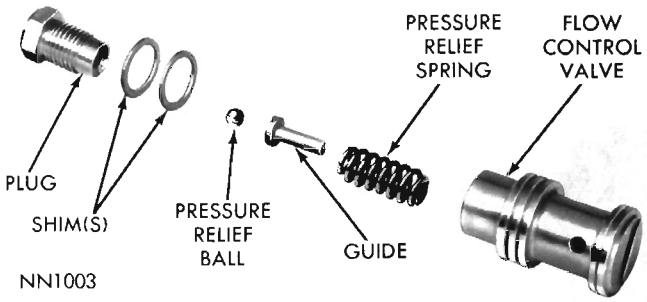

Fig. 21—Flow Control Valve (.94 Pump)
(1) Insert spring, guide and pressure relief ball in end of flow control valve (Fig. 21).
(2) Install hex head plug using the same number of shims as were removed. **Altering shim thickness will change relief pressure.**
(3) Install hex head plug and tighten to 50 inch-pounds.
(4) Insert flow valve spring and valve in bore. Install new "O" ring on pressure hose fitting and lubricate with power steering fluid.
(5) Thread fitting into pump body and tighten to 20 foot-pounds.